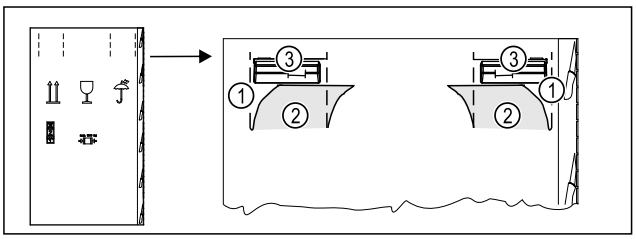

Fig. 6
- ▶ Druk het verpakkingskarton aan de bovenkant van de perforatie *Fig. 6 (1)* in.
- ▶ Trek de ingedrukte lipjes *Fig. 6 (2)* naar buiten.
- ▷ De draagbeugel *Fig. 6 (3)* is rechts en links zichtbaar.
- ▶ Houd het apparaat vast aan de draaggrepen *Fig. 6 (3)*.